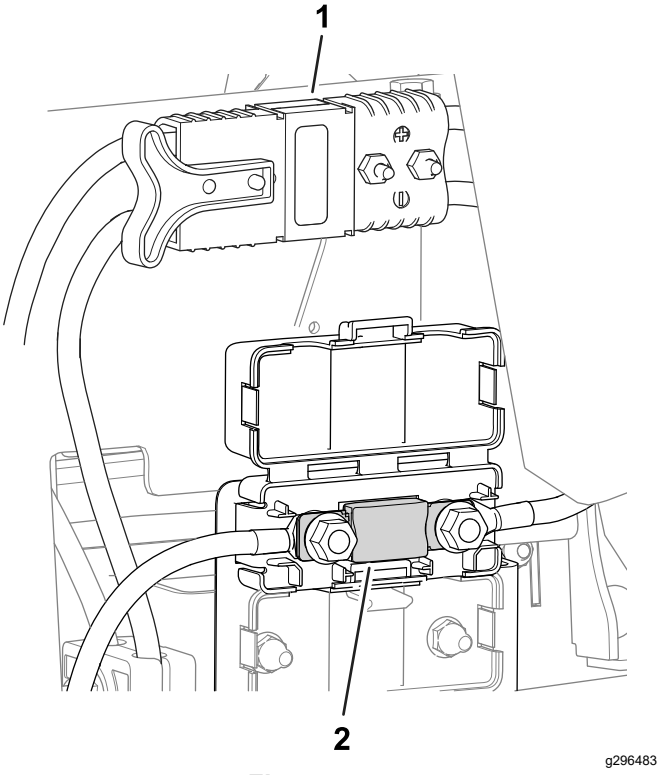

Figuur 45
- De zekering voor het elektrische systeem bevindt zich onder de hoofdstroomaansluitingen (Figuur 45).